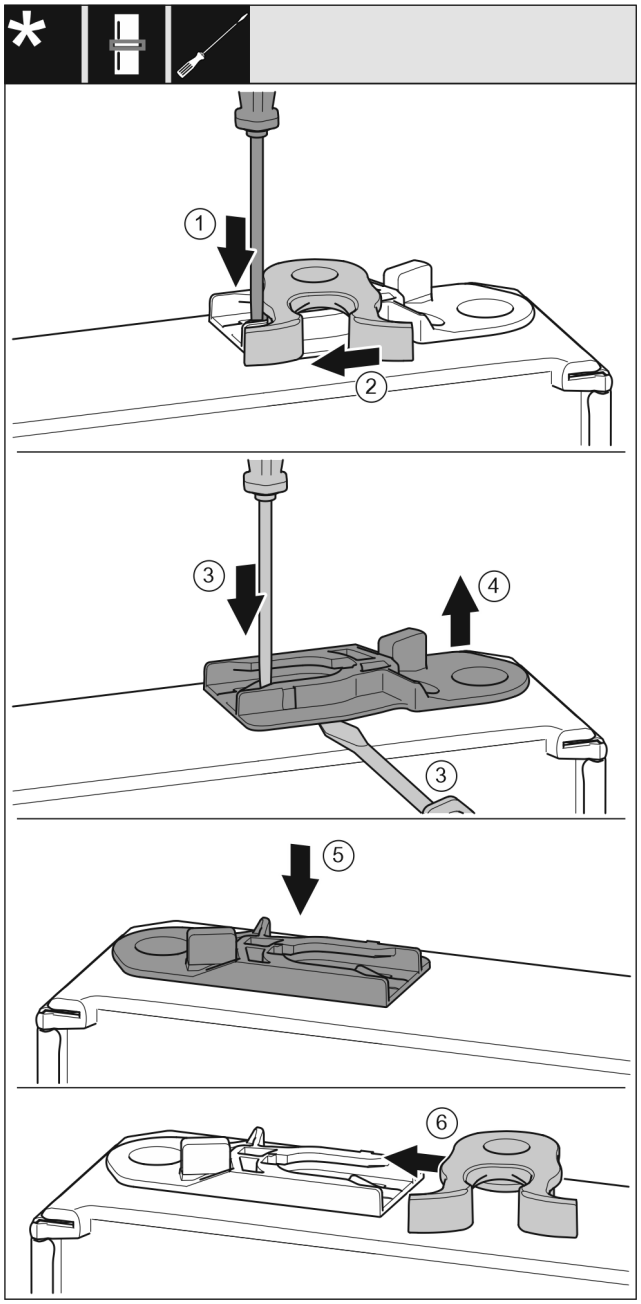

Fig. 28
- ▶ Πιέστε το αυτάκι με ίσιο κατσαβίδι προς τα κάτω. *Fig. 28 (1)*
- ▶ Τραβήξτε το άγκιστρο κλεισίματος από τον οδηγό. *Fig. 28 (2)*
- ▶ Τραβήξτε έξω την υποδοχή-οδηγό: Πιέστε το αυτάκι με ίσιο κατσαβίδι και ταυτόχρονα περάστε με το ίσιο κατσαβίδι κάτω από την υποδοχή-οδηγό. *Fig. 28 (3, 4)*
- ▶ Ωθήστε την υποδοχή-οδηγό που έχετε παραλάβει στην άλλη πλευρά του περιβλήματος. *Fig. 28 (5)*
- ▶ Ωθήστε το άγκιστρο κλεισίματος στον οδηγό. *Fig. 28 (6)*